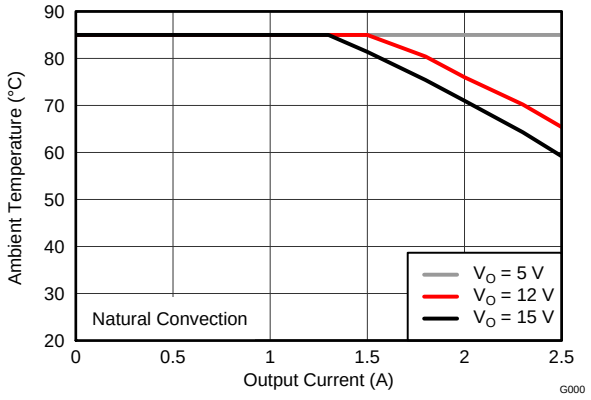

Figure 22. Safe Operating Area
(3) The temperature derating curves represent the conditions at which internal components are at or below the manufacturer's maximum operating temperatures. Derating limits apply to devices soldered directly to a 100 mm × 100 mm double-sided PCB with 1 oz. copper. Applies to Figure 22.